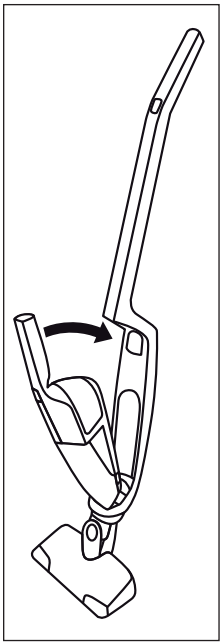
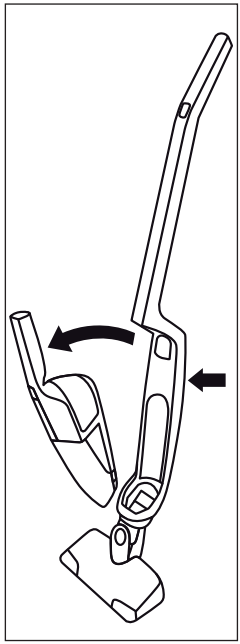

Fig. 1
Fig. 2
- To connect the hand element ❹ to the handle, push the tip of the hand element ❹ into the opening in the hand element recess ⑬.
- Then press the grip ❶ of the hand element ❹ into the handle so that the hand element ❹ clicks firmly into position (Fig. 1).
- To remove the hand element ❹ from the handle, press the “Hand element” release ⑫.
- Then pull the hand element ❹ upwards and forwards out of the hand element recess ⑬ (Fig. 2).